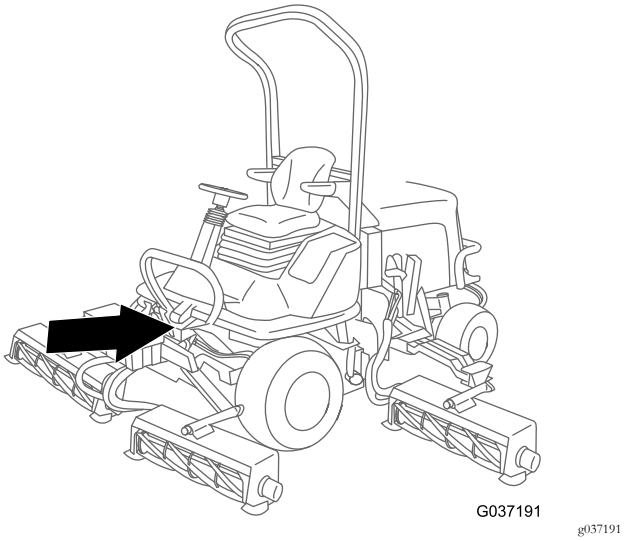

Figur 21
3. Dra den del av kablaget som har ringkopplingen till signalhornet framtill på maskinen under sätesplattformen (Figur 21).